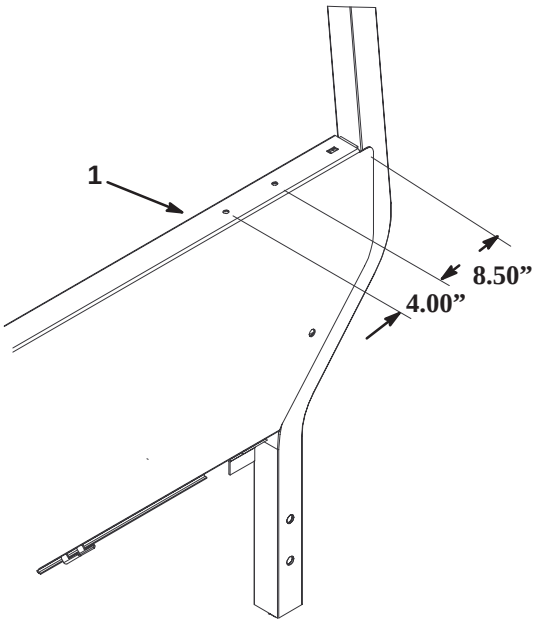

Figure 1
4. If no holes are present in the top of the ROPS cover, use the dimensions shown in figure 1 to locate, mark and drill (2) .328” dia. holes in the top of the ROPS cover. Center holes (front to back) on top of cover.